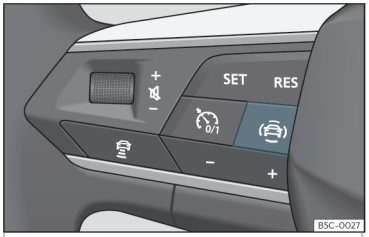

Fig. 62 Lato sinistro del volante multifunzione: chiave per i sistemi di assistenza alla guida (a seconda delle versioni).
- Premere il tasto ››› **fig. 62** per aprire il menu **Assistenti**.